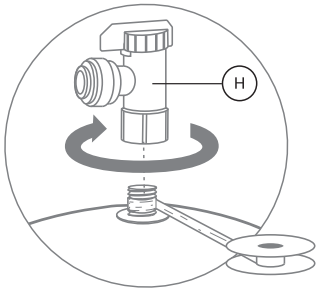

Рис. 19
4. Уплотните фум-лентой резьбовой штуцер накопительного бака, плотно накрутите вентиль (Н) на резьбовой штуцер (рис. 19). Данный вентиль с цанговым подключением трубки.